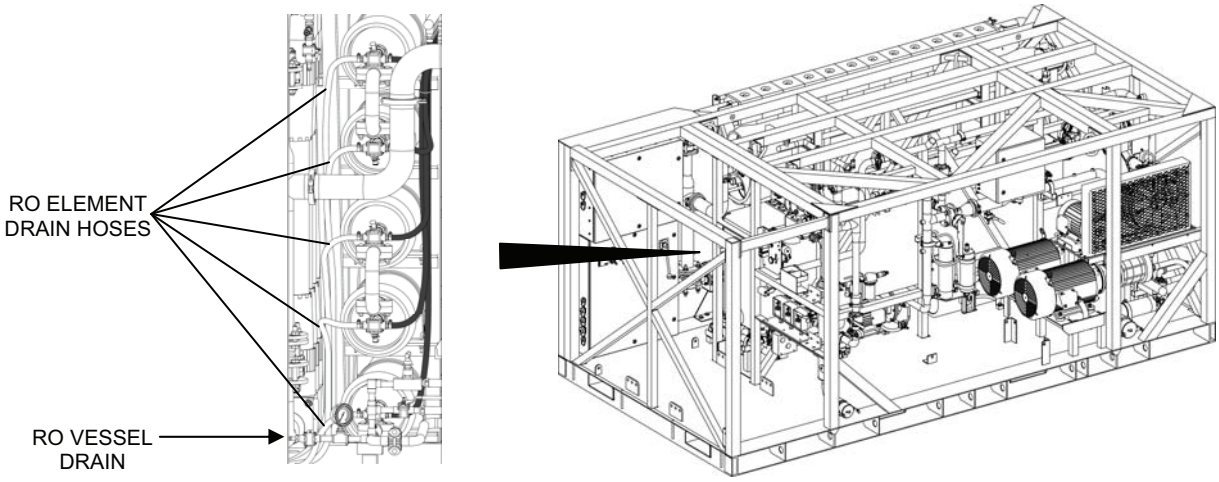

Figure 4. Left End RO Element Drain Hoses and RO Vessel Drain Hose.
4. Coil the ends of the five RO element drain hoses and the RO vessel drain hose together at the Operator Station end of the TWPS and secure to the TWPS using an 18-in. hook and loop strap (Figure 4).